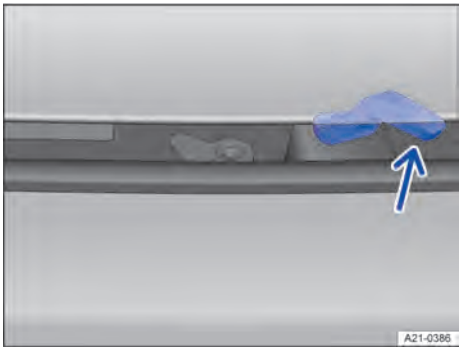

**Fig. 179** Encima de la parrilla del radiador: palanca de accionamiento del capó delantero.
3. Levante el capó delantero un poco y presione al mismo tiempo la palanca de accionamiento en el sentido de la flecha → fig. 179 para abrirlo completamente.